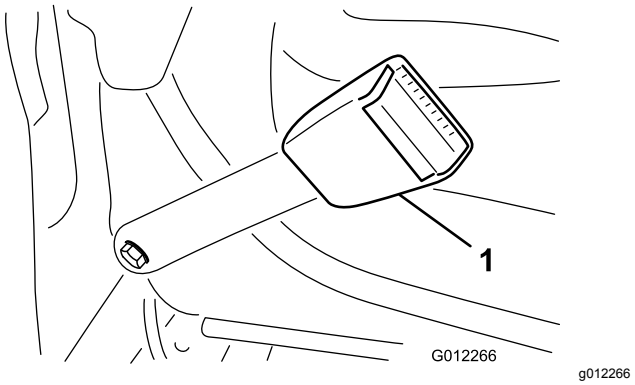

Figur 6
1. Saml hver ende af sikkerhedsselelåsen i hullerne i sædets ryg med 2 bolte (7/16" x 1"), flade skiver (7/16") og låseskiver (7/16") (Figur 6).